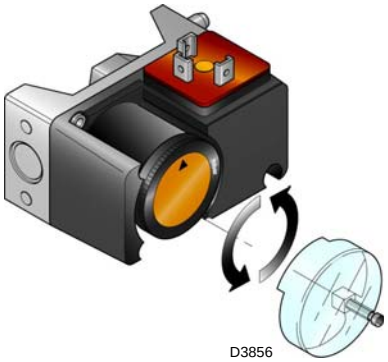

Fig. 36
- ➤ Régler le pressostat gaz seuil maximum (Fig. 36) en fin d'échelle.
Effectuer le réglage du pressostat gaz seuil maximum après avoir effectué tous les autres réglages du brûleur avec le pressostat gaz seuil maximum réglé en fin d'échelle (Fig. 36).